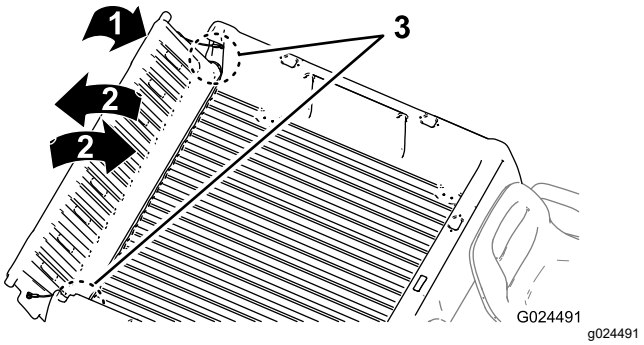

Figuur 16
2. Draai de achterlaadklep ongeveer in de 45°-stand (Figuur 16).
3. Beweeg de achterlaadklep enkele keren heen en weer met korte, schokkende bewegingen (Figuur 16).